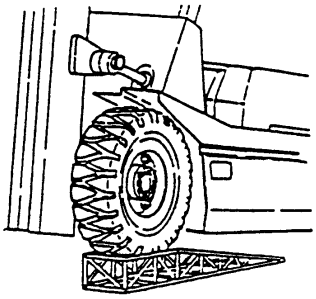

Fig8.10
**8.6.4 Replace rollers (Fig8.10)**